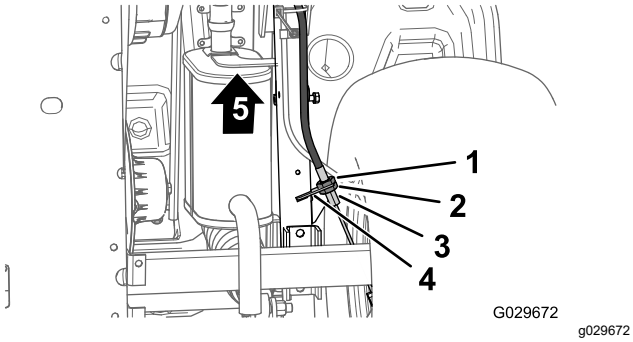

Figura 66
3. Na parte inferior da máquina, desaperte a porca de bloqueio traseira para o ajustador roscado do cabo do travão de estacionamento 4 voltas (Figura 66).
4. Aperte a porca dianteira (Figura 66).
A. Desaperte a porca de bloqueio frontal (Figura 66) para o ajustador roscado do cabo do travão de estacionamento 1 volta.
B. Aperte a porca traseira (Figura 66).
A. Desaperte a porca de bloqueio traseira (Figura 66) para o ajustador roscado do cabo do travão de estacionamento 1 volta.
B. Aperte a porca dianteira (Figura 66).